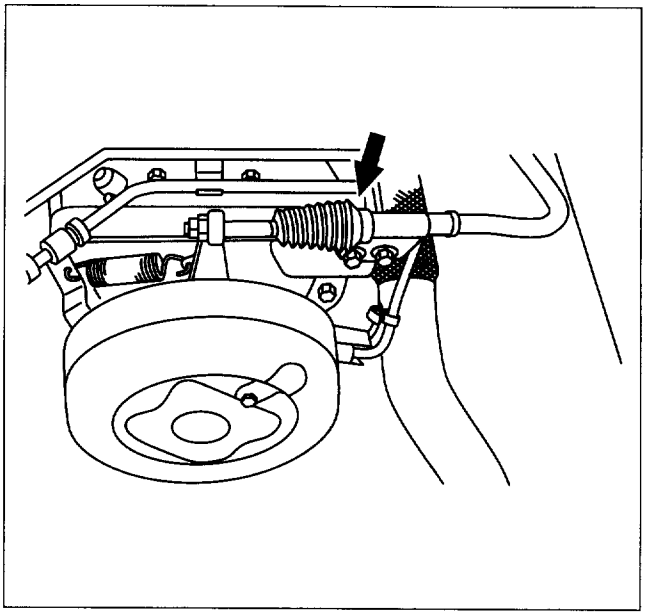

Figure 38. Parking Brake Cable
9. Propeller shaft (5).
11. Parking brake cable with bracket (figure 38).